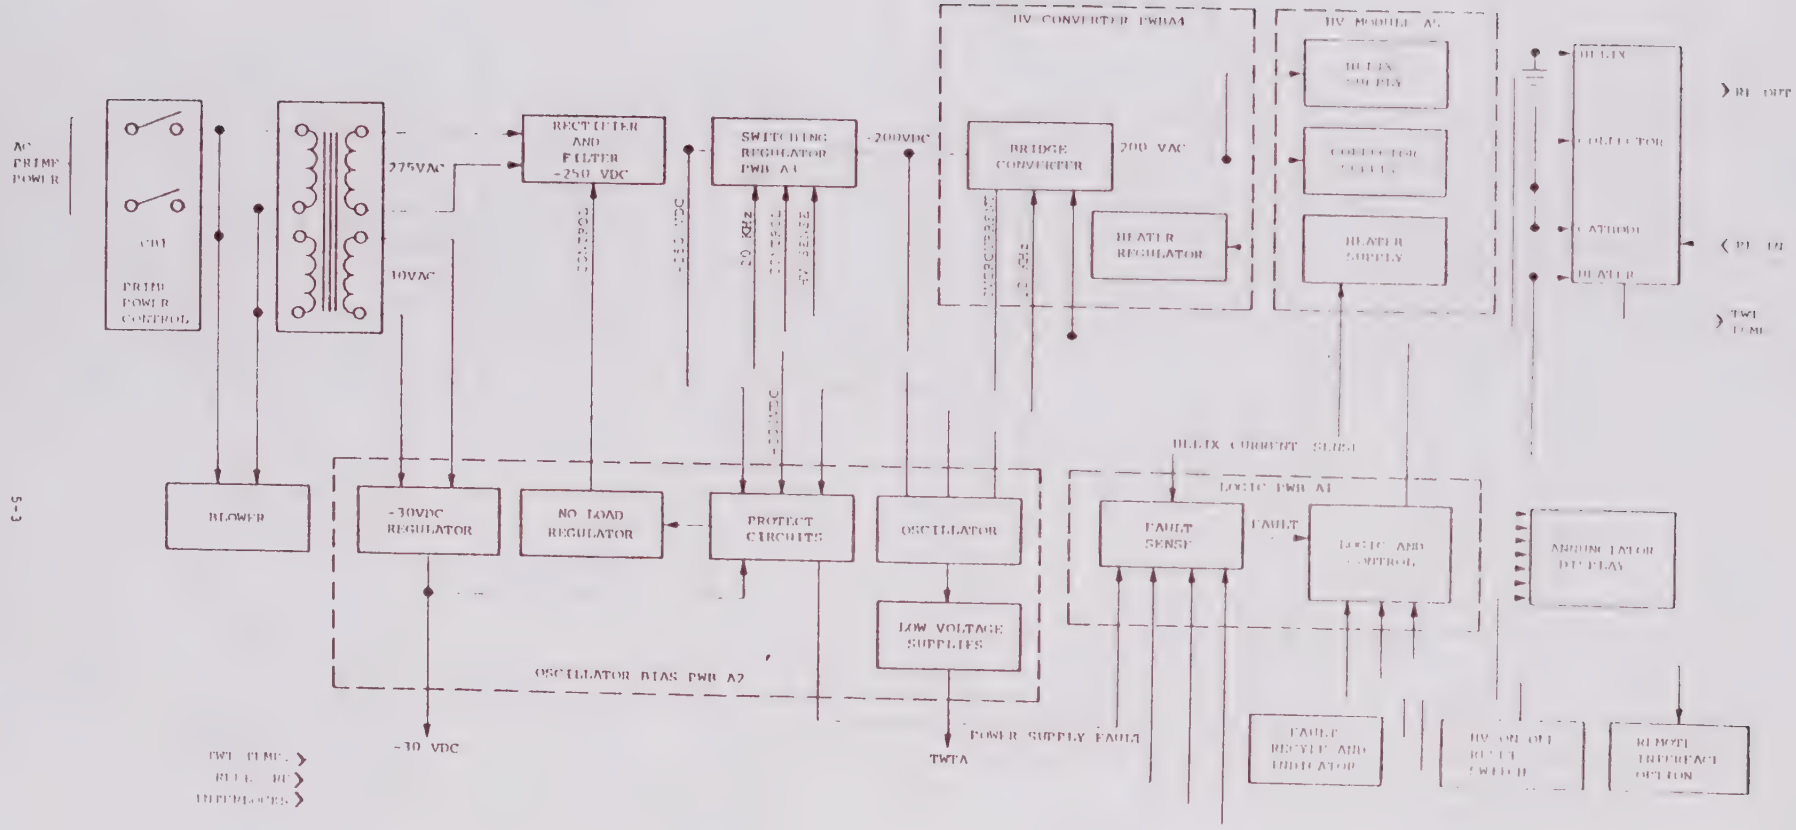
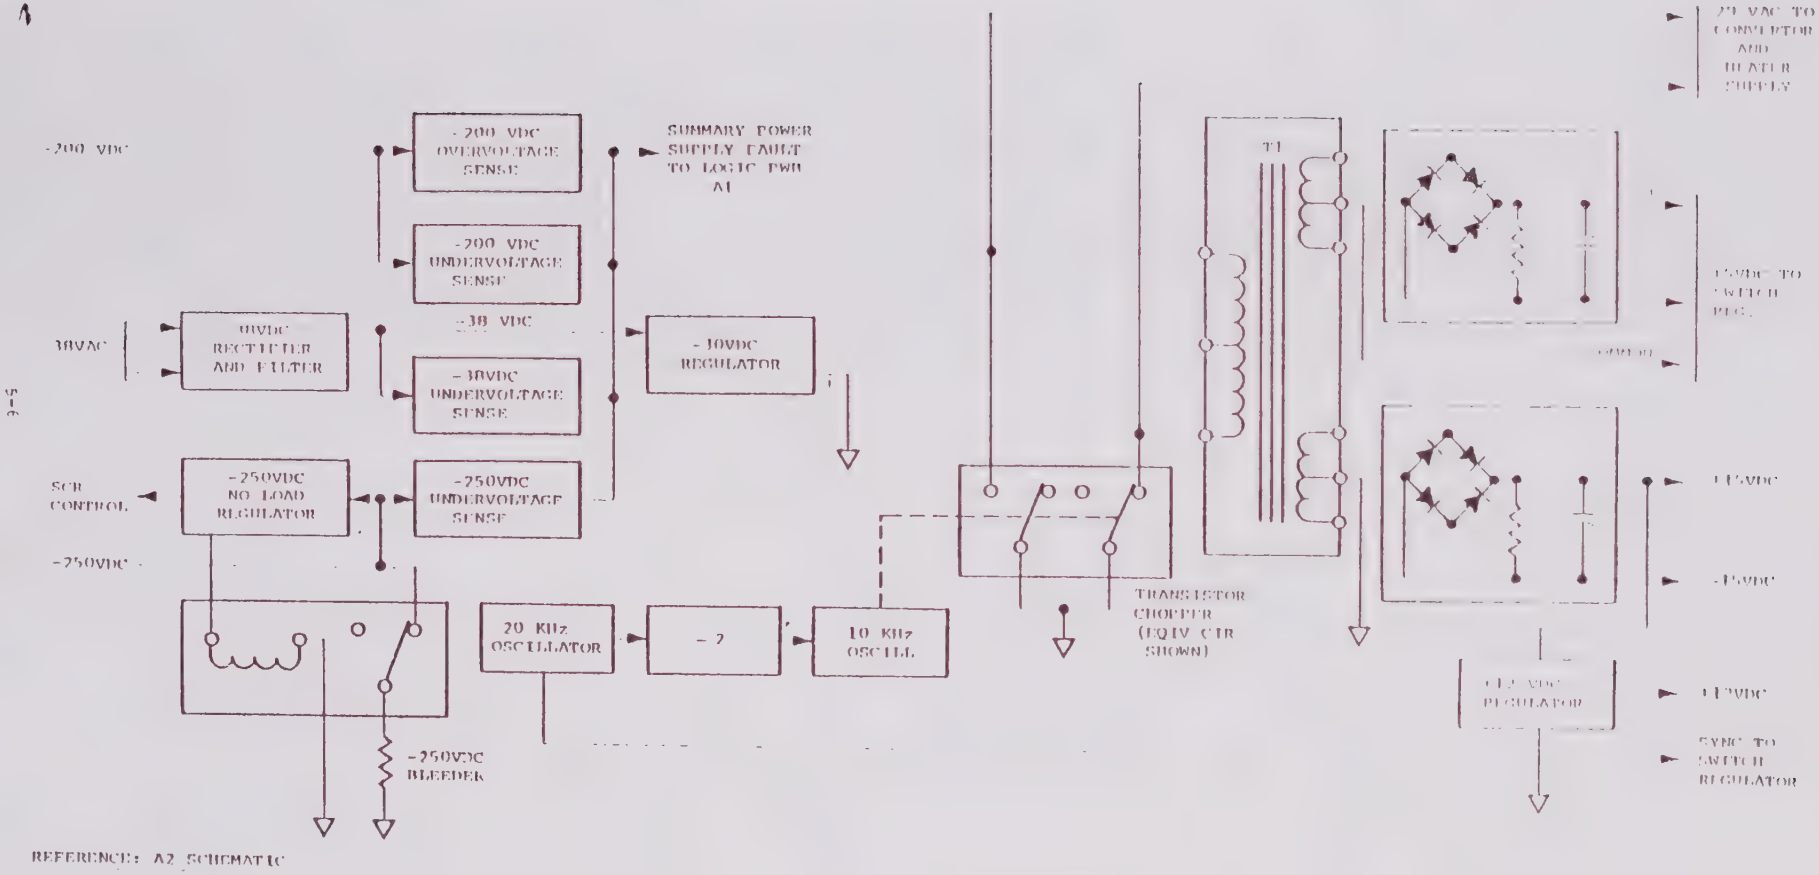

FIGURE 5-1 FUNCTIONAL BLOCK DIAGRAM - POWER SUPPLY SUBSYSTEM
FIGURE 5-2 FUNCTIONAL BLOCK DIAGRAM-OSCILLATOR BIAS PWB A2
The Power Supply design is based on proven reliable circuits that have been used on numerous communication ground station amplifiers. A functional block diagram of the Power Supply is presented in Figure 5-1. Design efficiency and reliability are obtained by using a switch regulator approach for primary regulation. Optimum regulation and RF performance are obtained by the use of direct feedback (helix voltage sense) from the high voltage DC output to the switch regulator. Over-current/under-voltage protection circuits are incorporated in the heater and helix/cathode supplies to prevent damage to these supplies in the event of a failure in the TWT and to prevent damage to the TWT in the event of a power supply failure.
As shown in Figure 5-1, the Oscillator/Bias PWB contains a variety of functions. A block diagram of the Oscillator/Bias PWB is presented in Figure 5-2. Circuit details are presented in the A2 schematic. The functions included on the board are:
5.2.3.1 Service Voltage Supplies. A block diagram of the circuits that generate the various service voltages (-30 VDC regulated, -12 VDC regulated, ±5 VDC, +15 VDC, +12 VDC and 29 VAC) is presented in Figure 5-2. As discussed in Section 5.2.2, the power conditioning circuit transformer is used to step the 115/230 VDC 50-60 Hz prime power down to 38 VAC. This is the source voltage for the service voltage supplies. The 38 VAC is converted to -38 VDC by full wave rectifier CR1 and filtered by C1. The -12 VDC supply voltage required for operation of the 20 kHz square wave sync generator is taken from zener diode CR2 and capacitor C2 which operate directly from -38 VDC. The -38 VDC is monitored by an undervoltage protection circuit (see Section 5.2.3.5) and fed to a precision series regulator consisting of Q1, Q2, Q3, Q4, Q5 and A1 and their associated parts. The output of this regulator is a -30 VDC regulated voltage which is converted to a 29 VAC 10 kHz square wave.The 29 VAC voltage is used to power the TWT filament supply and to drive the other low voltage supplies required for operation of the TWT. The low voltage supplies are conventional full wave rectifier circuits driven by the secondary of transformer T1. The +12 VDC supply for the control, logic and protection circuits is obtained by using a standard 3 terminal regulator with internal short protection.